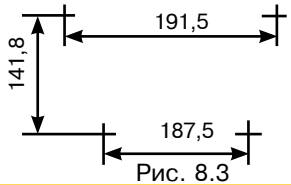

Рис. 8.3
– произведите разметку для МАД-А или МАД-А исп. 1 в соответствии с рис. 8.3 и 8.4;